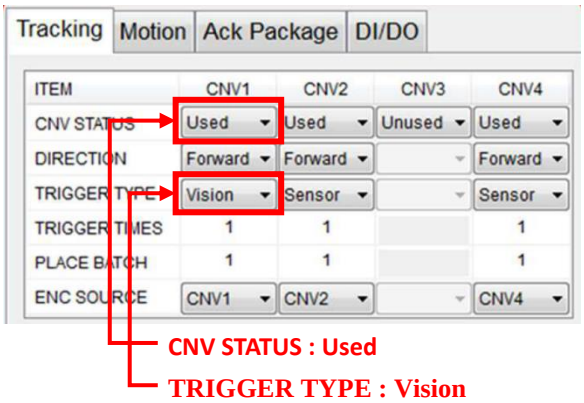

Figure 6-12 Conveyer tracking function basic setting
2. As shown in Figure 6-12, taking CNV1 as an example, you need to connect the capture signal output line to "IDI1" and set the "CNV Status" and "Trigger Type" options of CNV1 to "Used" and "Vision" respectively.